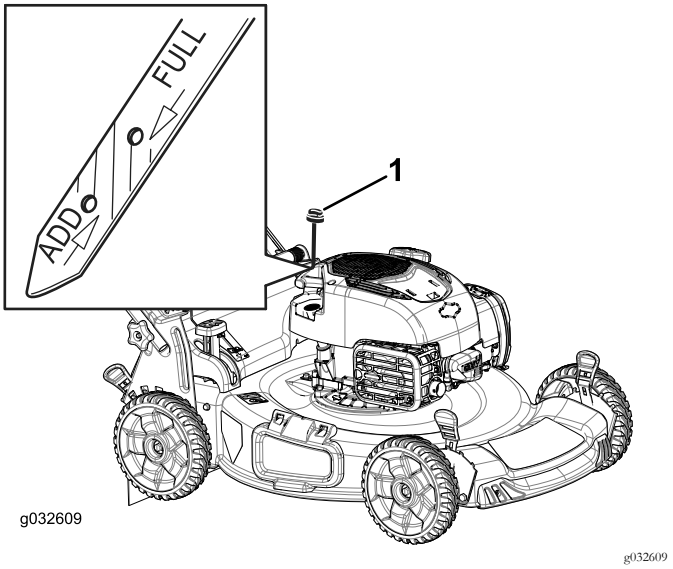

Rysunek 10
1. Wyjmij wskaźnik poziomu (Rysunek 10).
2. Powoli wlewaj olej przez szyjkę wlewu, aż jego poziom osiągnie znak „Full” (pełny) na wskaźniku (Rysunek 10). **Nie wolno przepełniać silnika.**